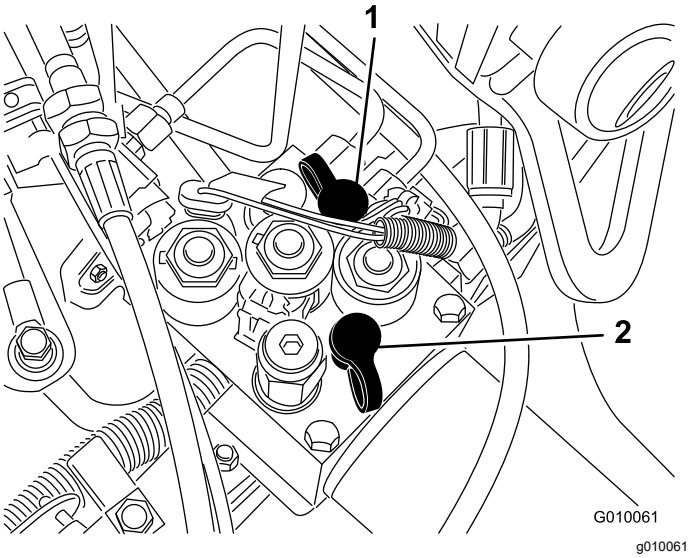

Figur 65
- Testport G 2 (Figur 65) benyttes til at hjælpe ved fejlfinding i traktionsladekredsløbet.
- Testport G 1 (Figur 65) benyttes til at hjælpe ved fejlfinding vedr. trykket i løftekredsløbet.